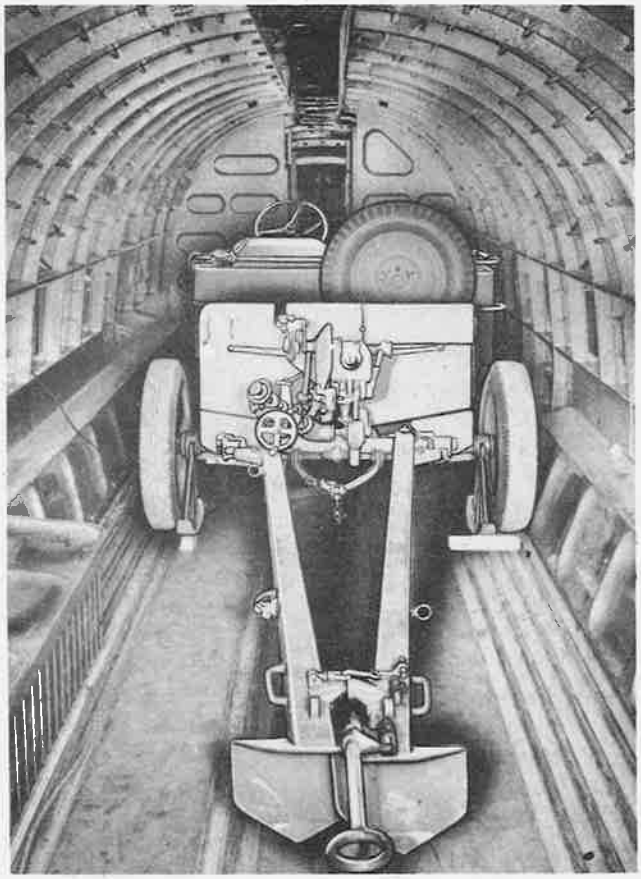

Figure 614—Jeep and Small Gun in Loaded Position
f. From there the truck may continue under its own power forward to the front of the cargo compartment. (See figure 614.) Care must be exercised not to apply too much power to the wheels because the wheels may slip or skid on the flooring of the airplane.